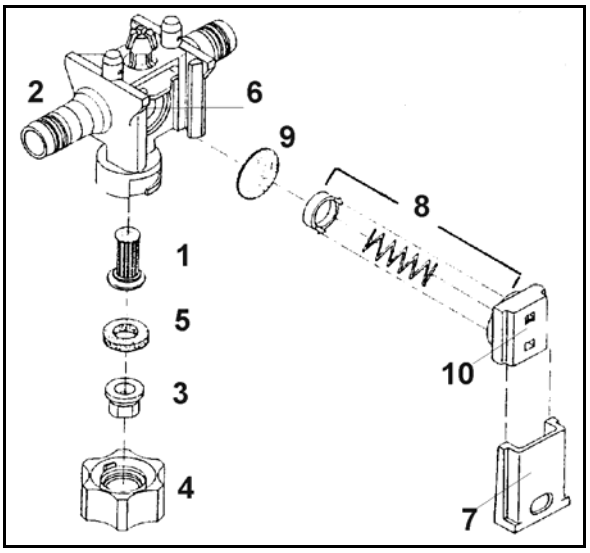

Rys. 176
Od czasu do czasu należy sprawdzać gniazda suwaków (Rys. 176/7).
- W tym celu suwak wsunąć w korpus dyszy (Rys. 176/2) tak daleko, jak jest to możliwe naciskiem kciuka.
1. Filtr dyszy (Rys. 176/1) osadzić od dołu w korpusie dyszy (Rys. 176/2).
2. Włożyć dyszę (Rys. 176/3) w nakrętkę Bajonett (Rys. 176/4)
3. Powyżej dyszy założyć gumową uszczelkę (Rys. 176/5).
Złogi zebrane w gnieździe membrany (Rys. 176/6) są powodem **nie** wolnego od kapania, wyłączania belek polowych. Należy wtedy w następujący sposób oczyścić odpowiednią membranę:
1. Wyciągnąć suwak (Rys. 176/7) z korpusu dyszy (Rys. 176/2) w kierunku nakrętki Bajonett.
2. Wyjąć sprężysty element (Rys. 176/8) i membranę (Rys. 176/9).
3. Oczyścić gniazdo membrany (Rys. 176/6).
Zwrócić uwagę na prawidłową pozycję montażowa elementu sprężystego. Odsadzone w prawo i w lewo zwiększające się krawędzie na obudowie elementu sprężystego (Rys. 176/10) muszą być przy montażu wznosić się w stronę profilu belek polowych.